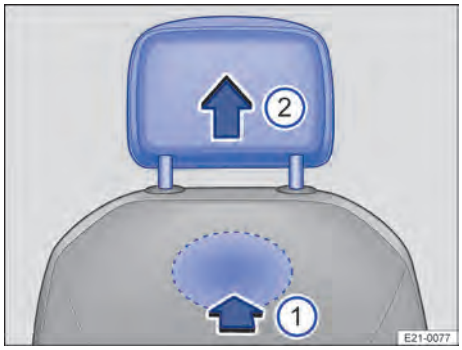

Bilde 72 På baksiden av forsetene: Ta ut hodestøtte.
2. Lås opp hodestøtten ved å føle deg frem til fordypningen på baksiden av seteryggen (se merket område), og trykk fingeren inn i pilretningen → Bilde 72 ①.
4. Trekk hodestøtten helt ut i pilretningen → Bilde 72 ②.